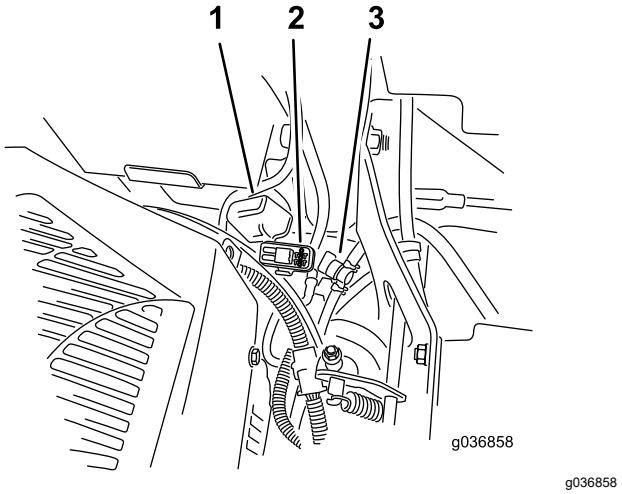

Figur 53
Obs: MyRide-maskiner: Kontrollera att jordkabeln inte skaver mot hjulinställningsarmen eller den nedre stötdämparmonteringen (Figur 53).
Säkringarna sitter på den högra konsolen bredvid sätet (Figur 53).
2. Sätt i en ny säkring (Figur 53).